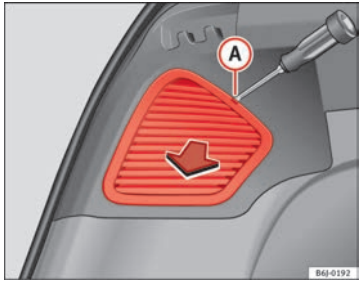

Fig. 173 Side lights
– Remove the lid with a flat screwdriver, placing it in notch (A) ⇒ Fig. 173. ■